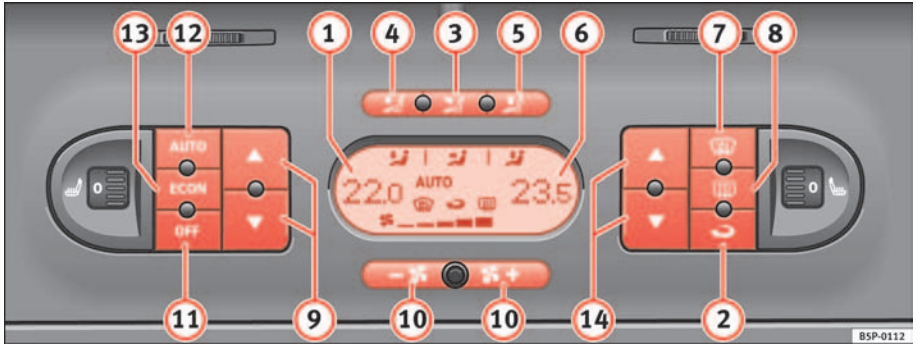

Fig. 127 On the dash panel: 2C Climatronic controls
– To enter manual mode, press one of the buttons ⇒ fig. 127 (3) to (5), ECON or press the air flow control (10). The symbol AUTO will disappear from the display. ▶
– Press the button ⇒ page 156, fig. 127 (2) to switch air recirculation mode on or off. It is switched on if the following symbol appears in the display .